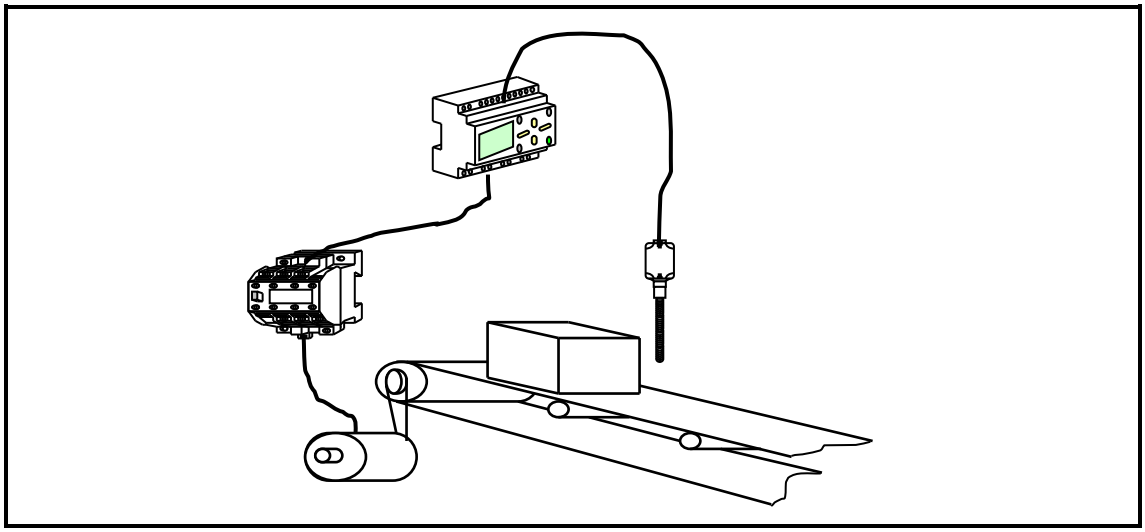

FIGUUR 1
Benoem die bewegingsbeheerstelsel wat in FIGUUR 1 getoon word. (1)
2.2 Differensieer tussen *absolute enkodeerders* en *inkrementele enkodeerders*. (3 + 3) (6)